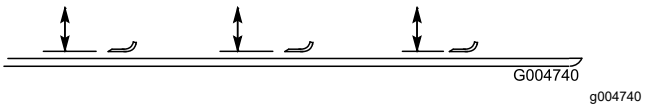

Figuur 140
4. Draai het mes tot de punten naar voren en achteren wijzen, en meet de afstand vanaf de binnenkant van de maai-eenheid tot de voorste snijrand van het mes (Figuur 140).